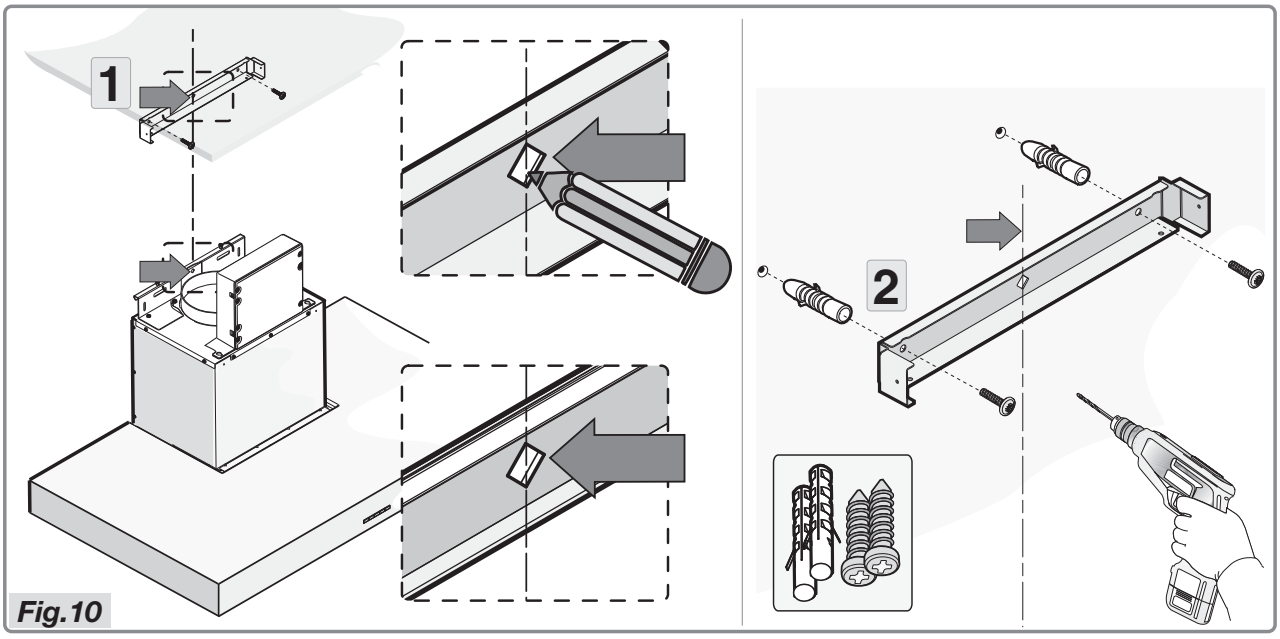

Fig.10
- Position the bracket with reference to the measurements in figure 1 and fasten it in place with the screws and dowels provided (Fig.10).